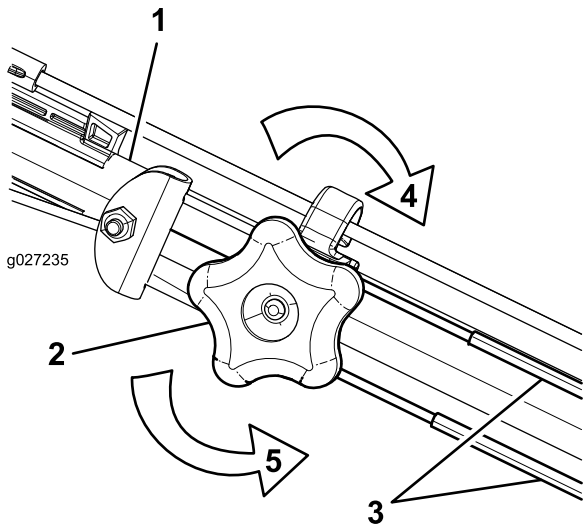

Figur 36
1. Drej justeringsgrebet mod uret for at løsne kabeljusteringen (Figur 36).
2. Juster stramningen på kablerne (Figur 36) ved at trække dem tilbage eller skubbe dem frem og derefter holde dem i den position.